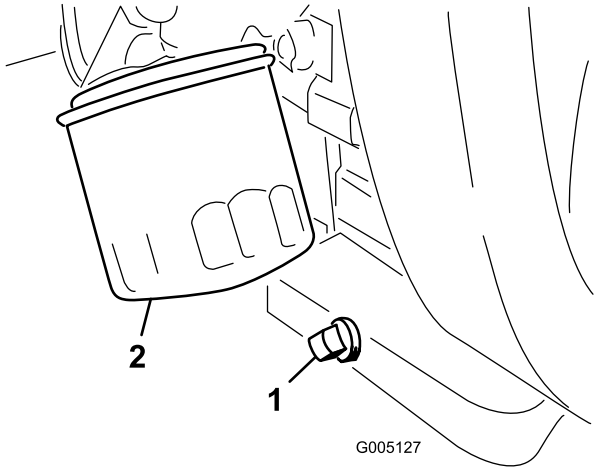

**Figuur 44**
1. Verwijder de aftapplug (Figuur 44) en laat de olie in een opvangbak lopen. Als er geen olie meer naar buiten stroomt, plaatst u de aftapplug terug.
2. Verwijder het oliefilter (Figuur 44). Smeer een dun laagje schone olie op de pakking van het filter.